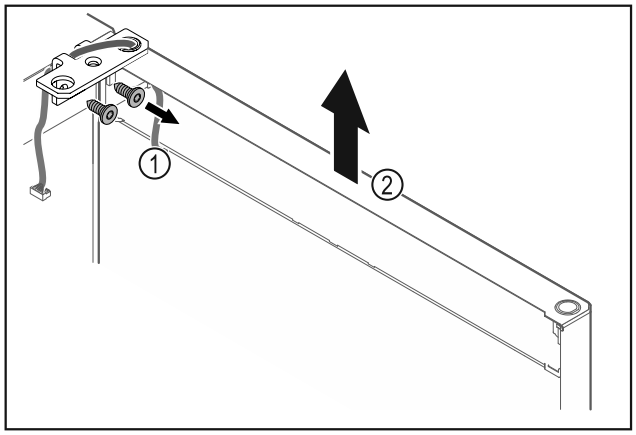

Fig. 12
▶ Deșurubați *Fig. 12 (1)* colțarul balamalei.
▶ Ridicați ușa inclusiv colțarul balamalei *Fig. 12 (2)* aproximativ 200 mm drept în sus și detașați-o.